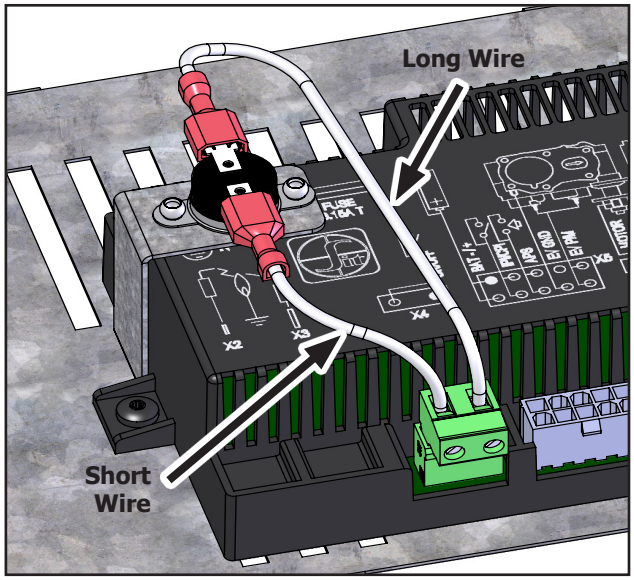

Figure 10. Hi-Limit Switch - Correct Wiring
Step 3: Using a small flat-blade screwdriver, loosen the terminals on the IFC ON/OFF plug (X4 on IFC) and remove the jumper wire (see Figure 10). Next, insert the wires from the Hi-Limit Switch and re-tighten the terminals. There is no polarity to the wires so they cannot be wired backwards.